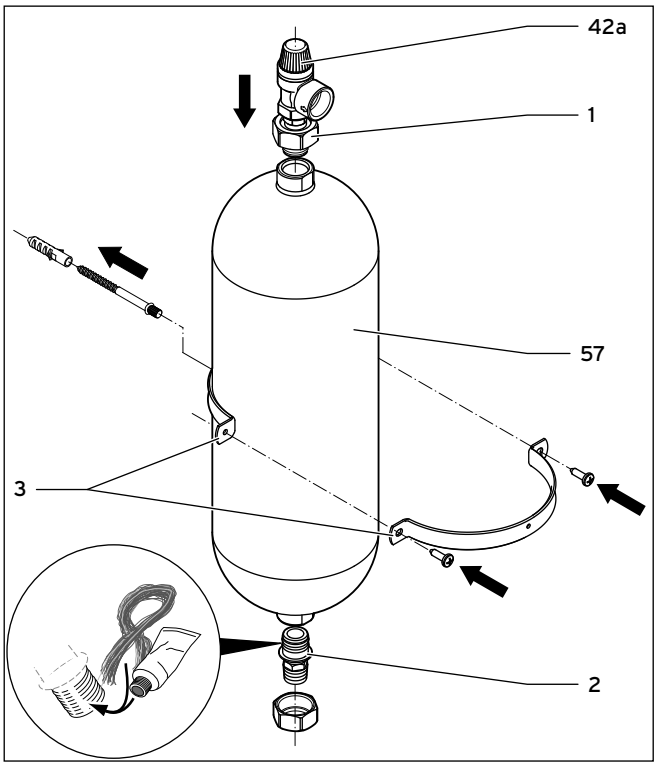

Abb. 5.8 Sole-Ausgleichsbehälter montieren
- Montieren Sie das obere Anschlussstück mit Sicherheitsventil an den Sole-Ausgleichsbehälter (→ **Abb. 5.8, Pos. 57**).